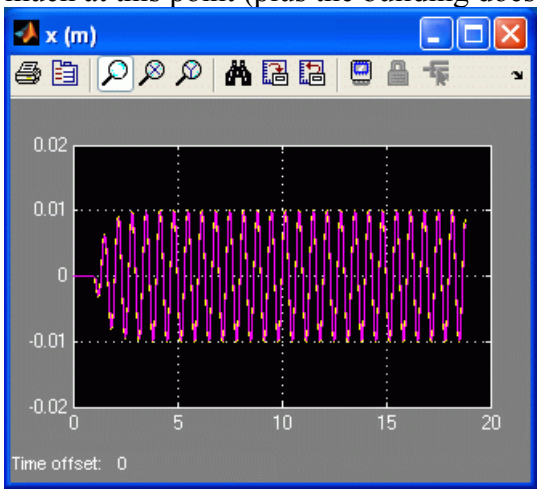
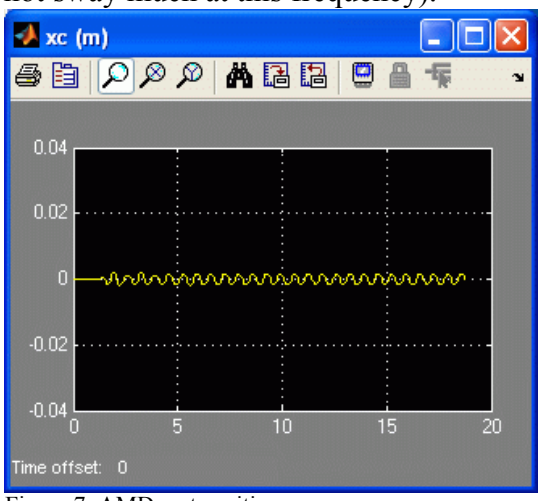
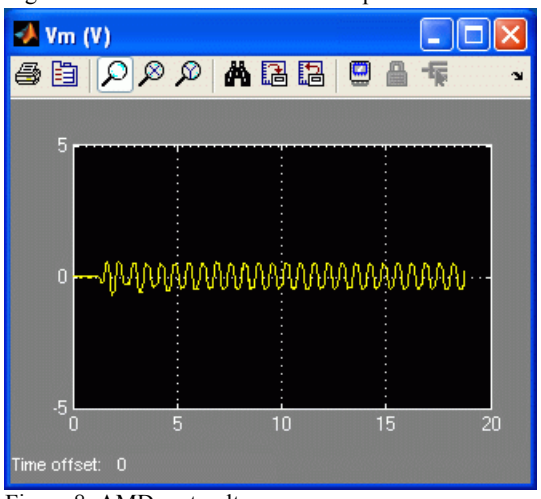

Figure 6: STII desired and measured position
Figure 7: AMD cart position
Figure 8: AMD cart voltage
10. Increase the frequency of the sine wave to to 1.5 Hz. Your scopes should be similar to the readings shown below. The desired and measured shake table position is given in Figure 6, the measured cart position is shown in Figure 7, and the cart input voltage is given in Figure 8. Since the AMD is OFF, the cart is not moving very much at this point (plus the building does not sway much at this frequency).